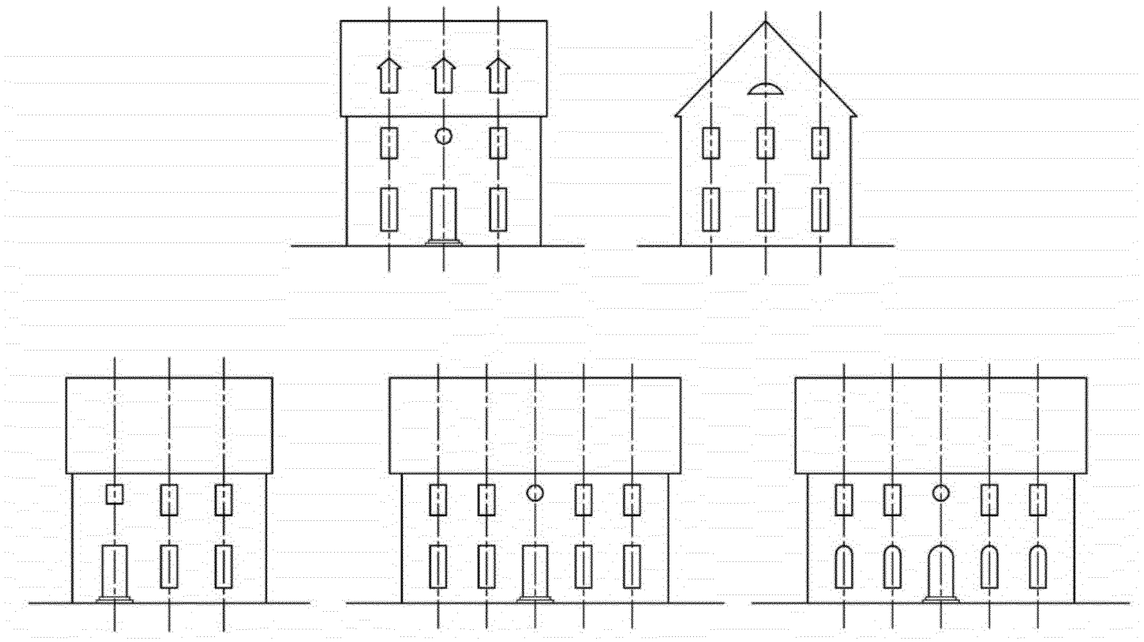

*Figure 20*
1. Windows shall align vertically within any given façade, unless approved otherwise on non-frontage side and rear elevations by the Village. See Figure 20.
2. One window on each frontage elevation may be circular, semi-circular, hexagonal, or octagonal in shape. Windows may be quarter-circular in shape when paired in a gable end. See Figure 20.